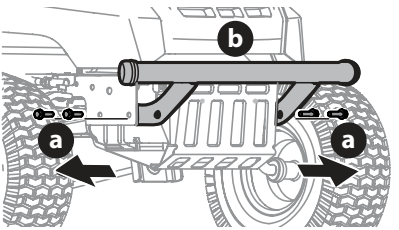

Fig. 60
1. Retirez les quatre vis hexagonales (a) qui maintiennent le pare-chocs avant en place (Fig. 60).
2. Le pare-chocs avant (b) peut maintenant être retirer (Fig. 60).